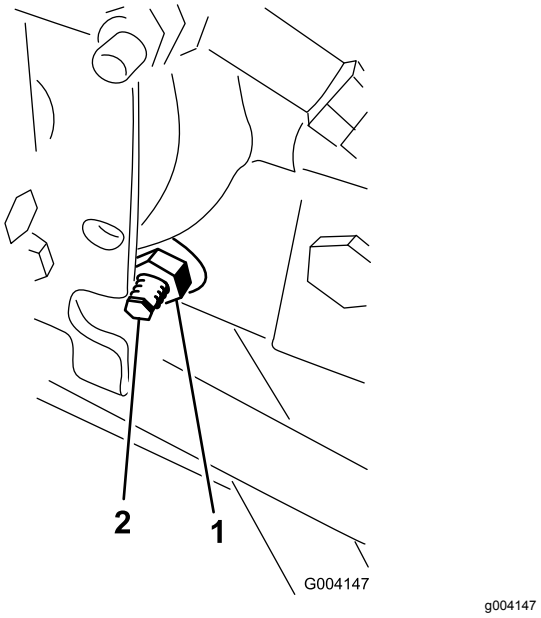

Figure 60
3. Sous le côté droit de l'hydrostat, desserrez le contre-écrou sur la came de réglage de transmission (Figure 60).